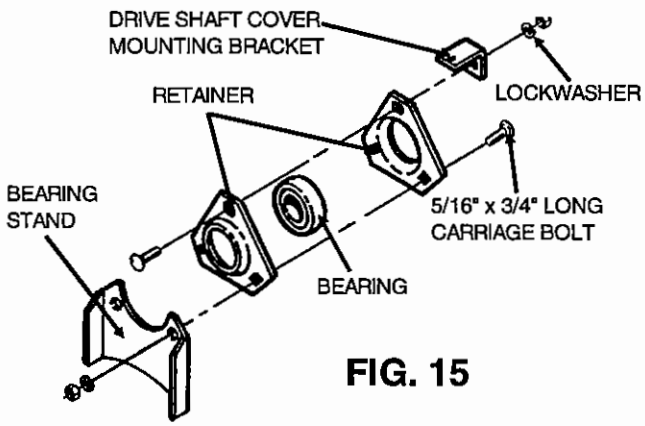

FIG. 15
Step 1. Bolt bearings to weld-on bearing stand at the upper end of the lower auger section. (See Fig. 18 on page 23 for location.) Attach the bearing using two retainers and one drive shaft cover mounting bracket. (See Fig. 15.)